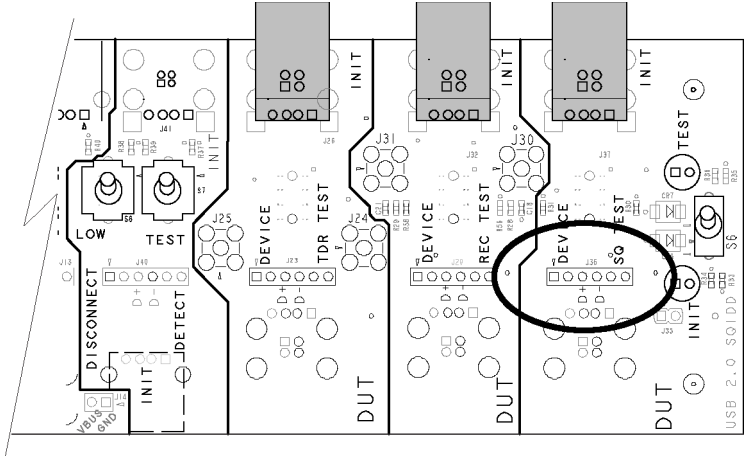

Figure 5: TDSUSB Fixture test points
1. Connect the TDP1500 probe to one of the test point pairs (+ and –). (See Figure 5.)